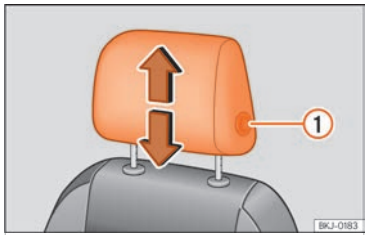
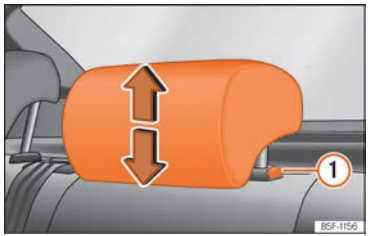

Fig. 68 Asiento delantero: regulación del apoyacabezas.
Fig. 69 Apoyacabezas trasero: regulación del apoyacabezas.
- Agarre el apoyacabezas con ambas manos por los lados y empuje hacia arriba hasta encajarlo en la posición deseada. Para bajarlo, haga la misma acción, pulsando el botón lateral (1) ››› fig. 68 , ››› fig. 69.